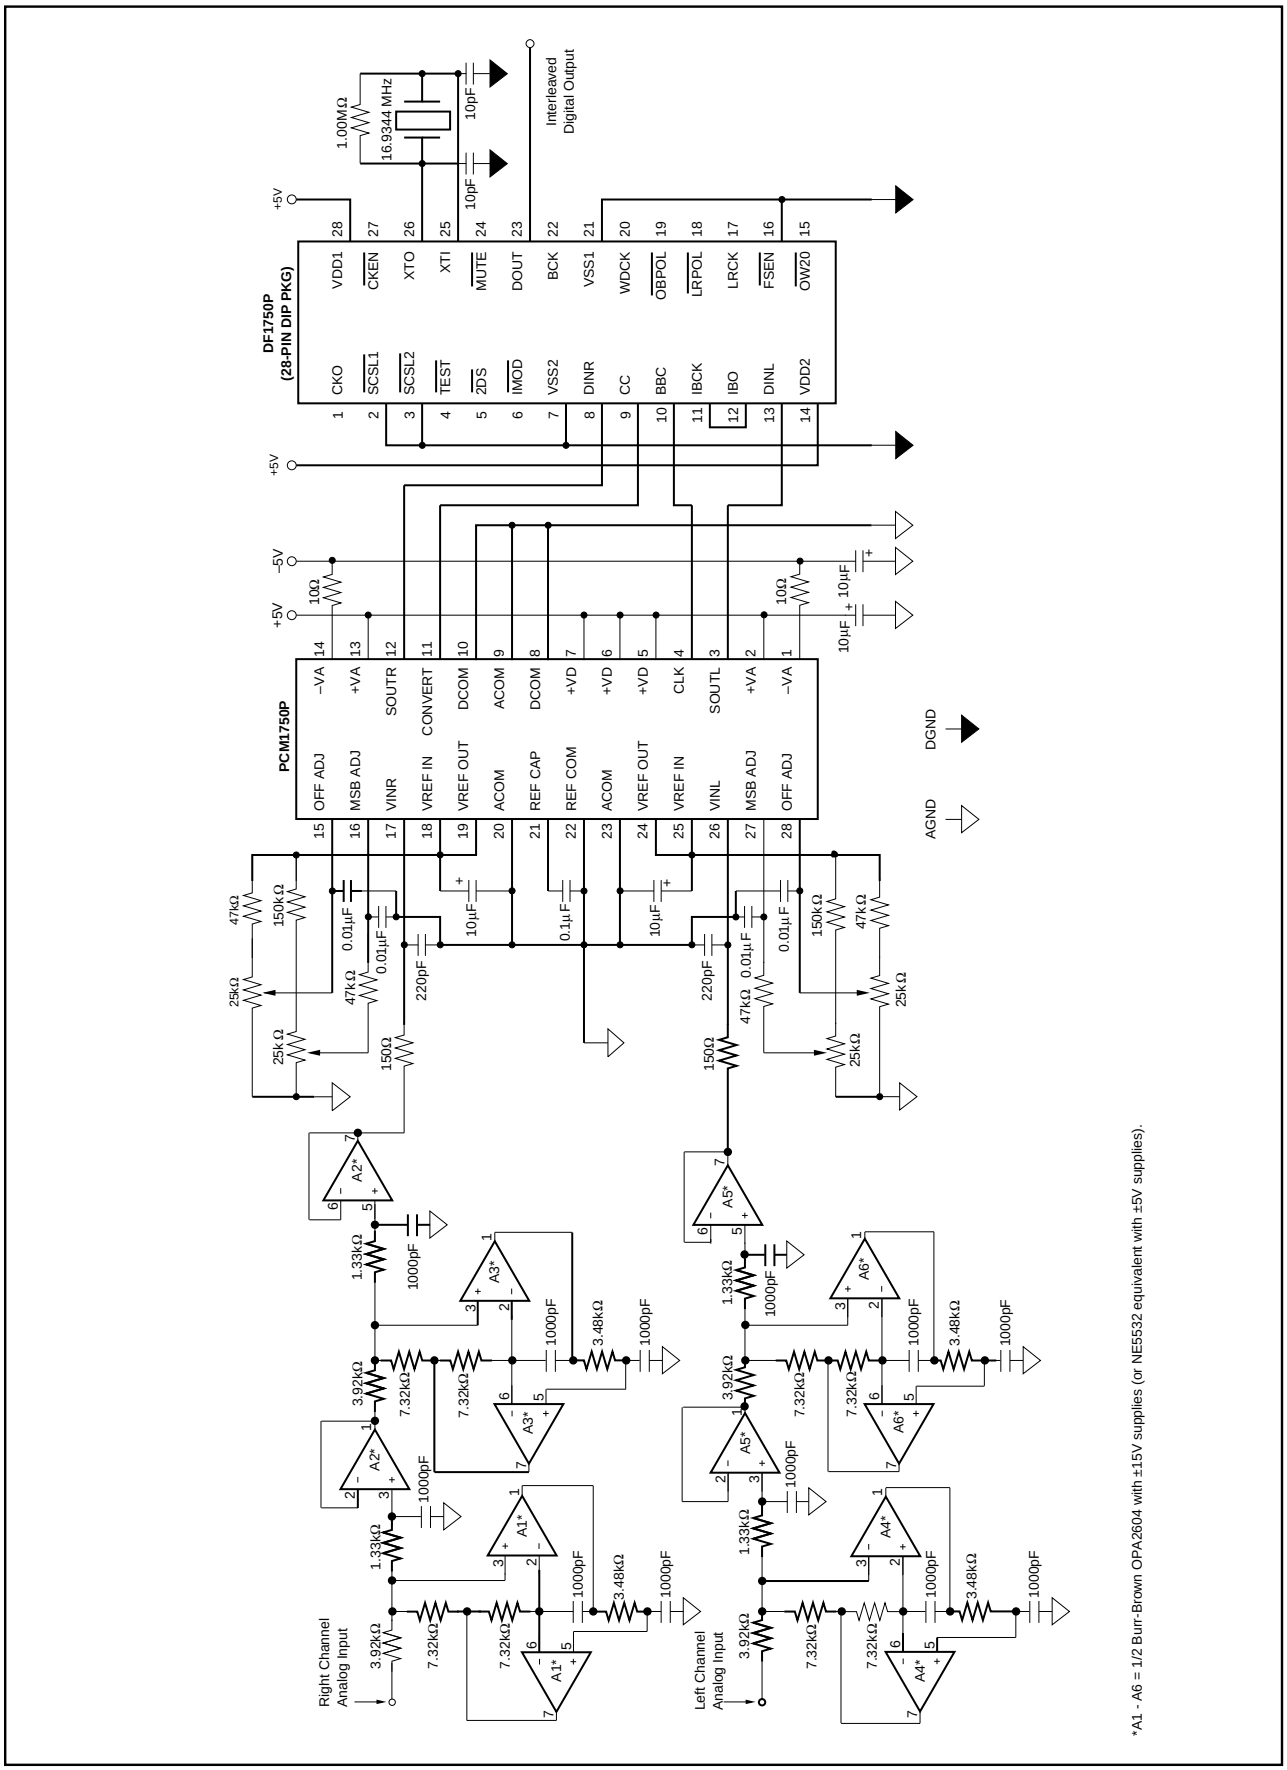

FIGURE 9. Complete Sampling A/D Circuit with Anti-aliasing and Digital Filter, (44.1kHz output data rate).
To prevent unwanted input signals from being aliased into the passband of the converter, it is necessary to suppress all out of band signals above 1/2 the sampling frequency of the ADC by using a low-pass filter. The requirement for an anti-aliasing filter, however, can be reduced by using oversampling techniques. By raising the sample rate of the converter by a factor of 2 or even 4, the roll off of the anti-aliasing filter can be reduced. In Figure 9, a 6th order, linear-phase, anti-aliasing filter is implemented using low-cost dual audio op amps. This filter will suppress frequencies above 96kHz by 80dB. For many applications a 4th or 2nd order anti-aliasing filter will be adequate when using the PCM1750 in the 4x oversampling mode.
Figure 9 is a partial schematic of the demonstration fixture for the PCM1750 (orderable by model number DEM1133). It shows the implementation of (1) a 6th order, linear-phase, anti-aliasing filter (22kHz low-pass); (2) the PCM1750P A/D converter; and (3) a 4x digital decimation filter called the DF1750P. Not shown on this schematic, but included on the demo fixture, are latched parallel data outputs with strobe and a serial digital interface format (SPDIF) data transmitter. Also included on the DEM1133 are user breadboard areas for application specific circuit implementation.